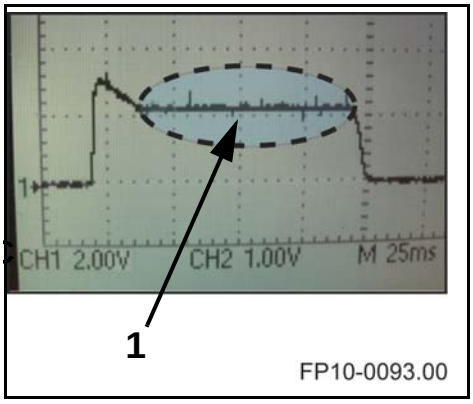

Figure 5-7. Snapshot of oscilloscope screen. Marked section indicates the stable kV obtained.
2. Adjust the kV DAC, using the rotational knob, to match the kV obtained from the oscilloscope (1 in Figure 5-7) with kV selected (40 kV for Step 1) to within 3%.